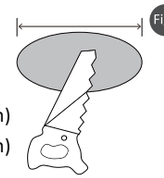

Fig1
1. Turn off the power before installation. Remove the existing fixture if applicable. Determine the location and necessary hole cutout diameter using the supplied table and cut the ceiling hole with the listed approximate diameter, see Fig1.